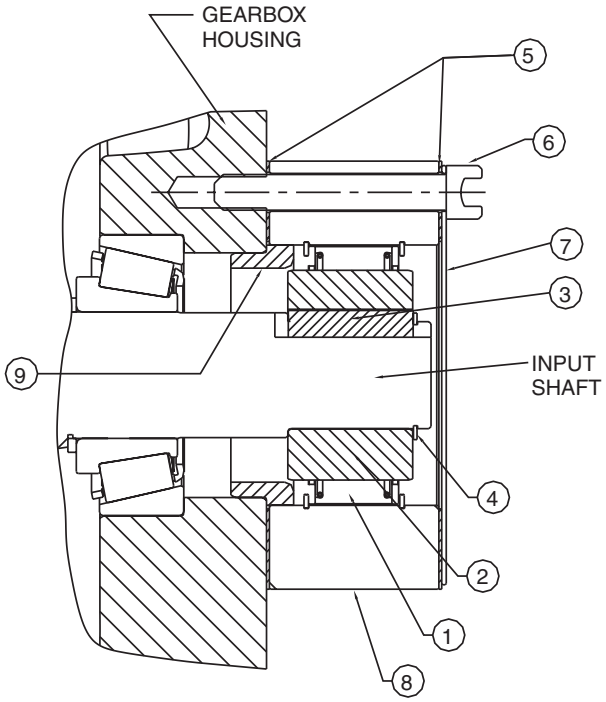

Figure 8-2
8.2.4 Install the inner race (Item 2) onto the input shaft as shown in Figure 8-2.
8.2.6 Install the adapter ring (Item 9) as shown in Figure 8-2.